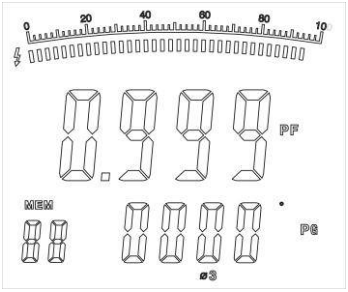

Figure 20
Then press **SEL** again to choose the third phas, see figure 20.
- Press **SEL** to choose the third phase , see figure 20.